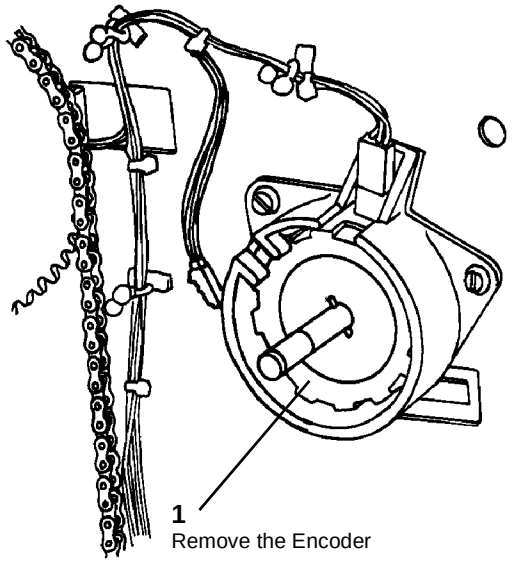

**Figure 1 Removing the Encoder Disk**
3. (Figure 1): Remove the Encoder Disk.